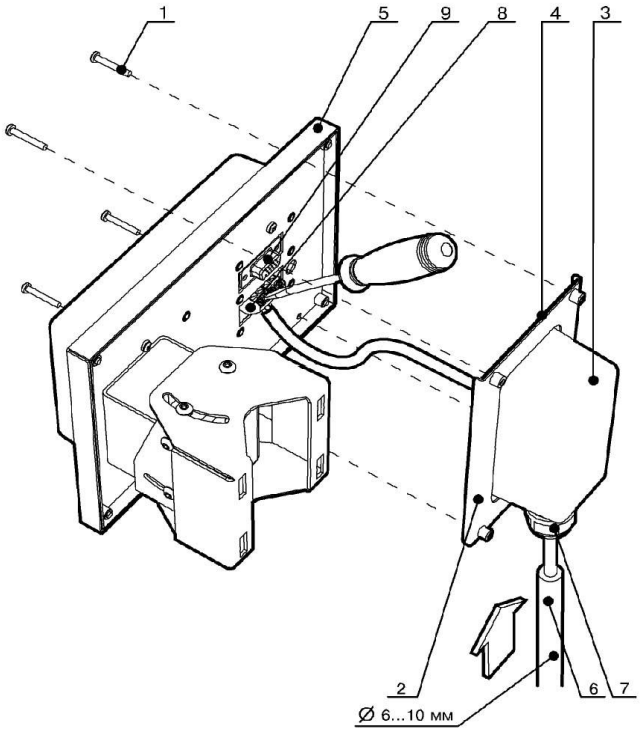
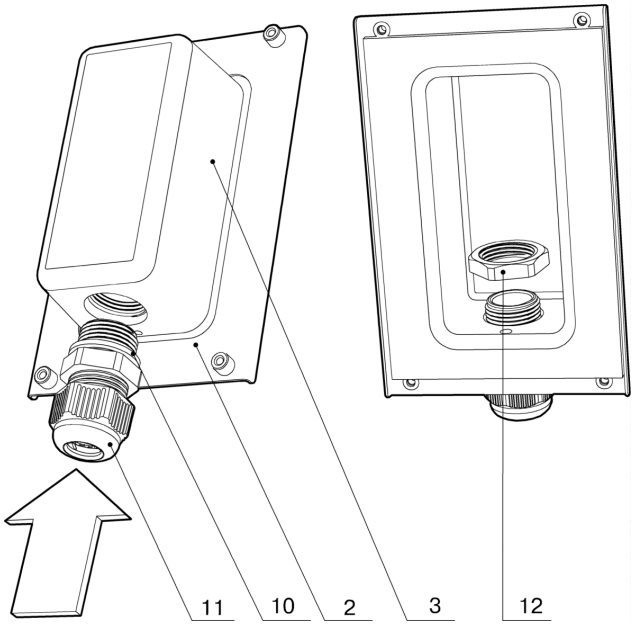

Рис. 9
Рис. 10
3. Вывинтить винты 1 из рамки 2 (Рис. 9). Отсоединить тыльную крышку 3 с приклеенной прокладкой из вакуумной резины 4 от основания 5.
4. Установить гермоввод 7 в тыльную крышку 3 в последовательности, показанной на Рис. 10. Прокладка 10 устанавливается снаружи крышки 3. Затянуть внутреннюю гайку 12. Ввести провода от блока питания и ШС в металлорукав 6 (Рис. 9) необходимой длины. Ввести провода и металлорукав в гермоввод 7 (Рис. 9).
10. Установить на место тыльную крышку 3 (Рис. 9, стр. 19).
Внимание!	Для обеспечения защиты от осадков тыльная крышка должна устанавливается гермовводом 7 вниз, как показано на Рис. 9 (стр. 19).
11. Ввинтить винты 1 в рамку 2 (Рис. 9, стр. 19) и затянуть наружную гайку гермоввода (11 на Рис. 10, стр. 20).
При выключенном питании подключить кабель БН к разъему "Контроль" ПРМ (см. Рис. 9, стр. 19).
Выключить питание извещателя, отсоединить кабель БН от разъема "Контроль", установить на место тыльную крышку 3, ввинтить винты 1 в рамку 2 и затянуть гайку гермоввода 7 (Рис. 9, стр. 19).